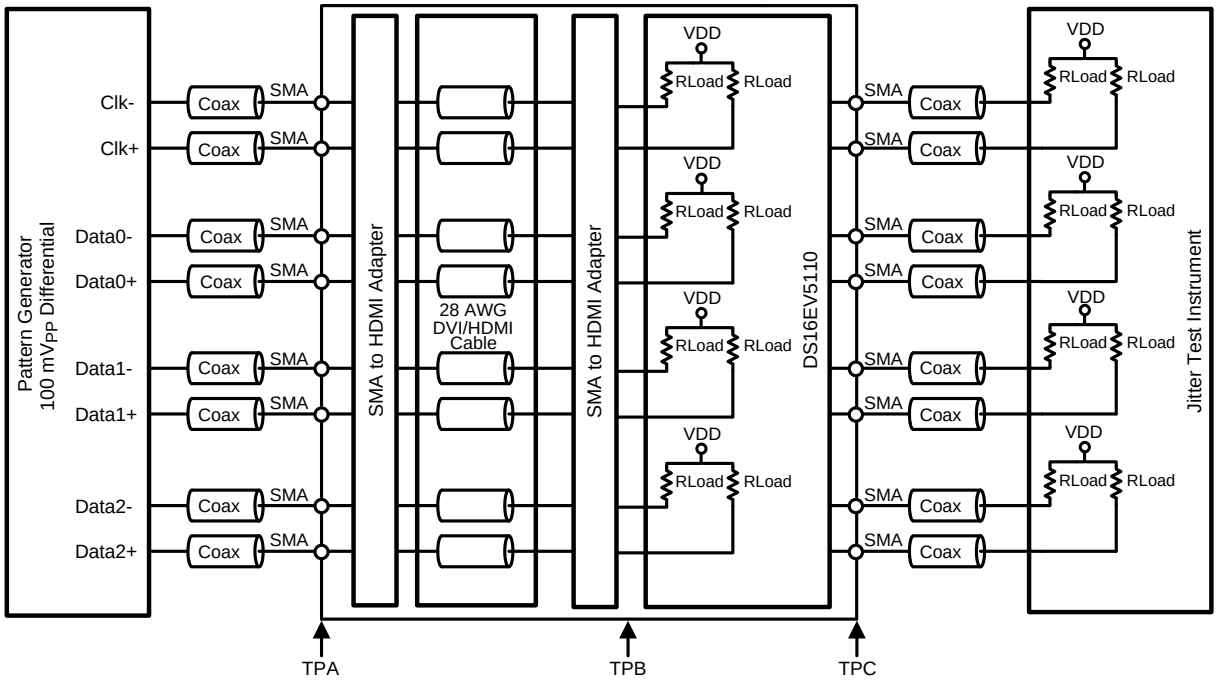

Figure 2. Test Setup Diagram for Jitter Measurement
(3) Allowed supply noise (mV_{P-P} sine wave) under typical conditions.
(4) Specification is ensured by characterization and is not tested in production.
(5) Deterministic jitter is measured at the differential outputs (TPC of Figure 2), minus the deterministic jitter before the test channel (TPA of Figure 2). Random jitter is removed through the use of averaging or similar means.
(6) Total Jitter is defined as peak-to-peak deterministic jitter from () + 14.2 times random jitter in ps_{rms}.
(7) Random jitter contributed by the equalizer is defined as sq rt ($J_{OUT}^2 - J_{IN}^2$). J_{OUT} is the random jitter at equalizer outputs in ps_{rms}, see TPC of Figure 2; J_{IN} is the random jitter at the input of the equalizer in ps_{rms}, see TPA of Figure 2.